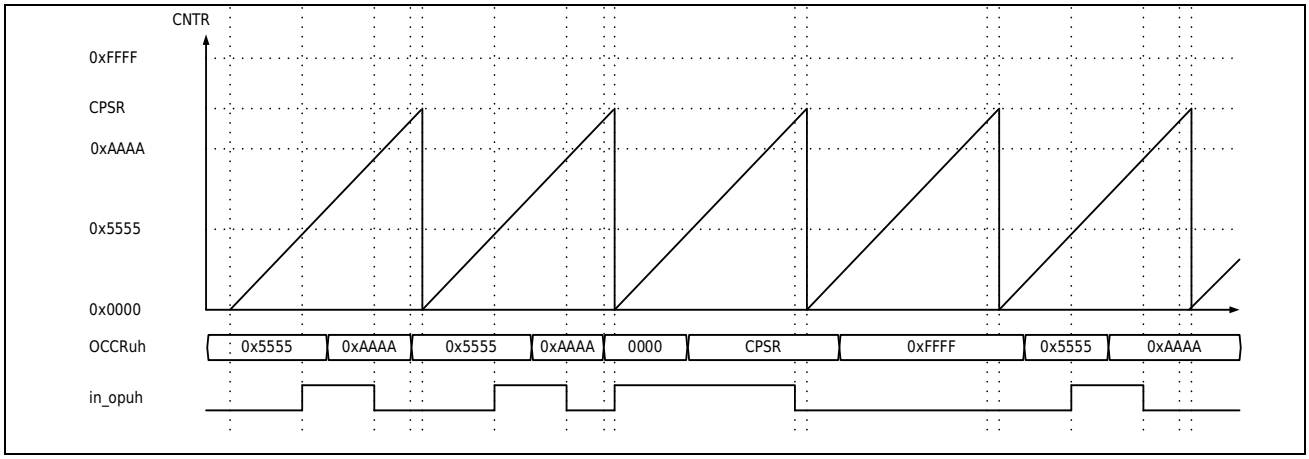

Figure 20-6 Waveform Output Example in Sawtooth Mode
1) The following Figure 20-6 is an example of the waveform output of the comparison output module in sawtooth wave count mode.